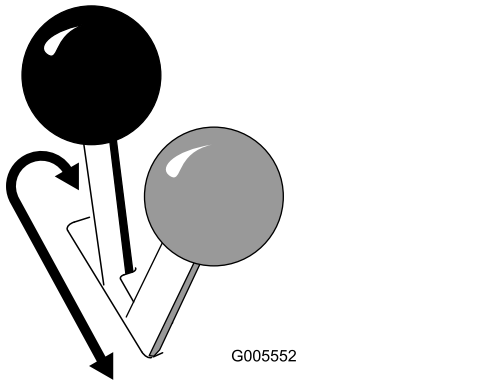

Figura 13
- Para accionar el freno de estacionamiento, empuje la palanca hacia adelante y hacia la izquierda, y luego tire de ella hacia atrás (Figura 13).
- Para quitar el freno, empuje la palanca hacia adelante y luego a la derecha, a la muesca (Figura 13).